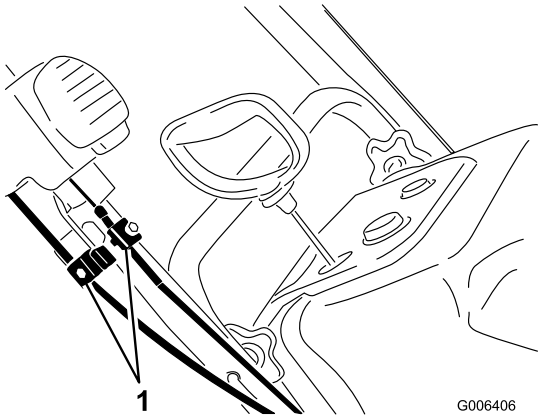

图38
1. 松动两个 Quick Shoot 控制电缆夹（图38）。